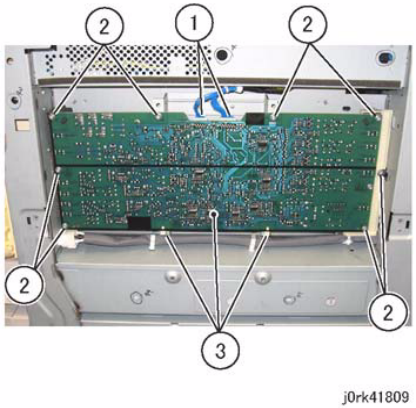

Figure 2 HVPS Connectors
4. Remove the HVPS. (Figure 2)